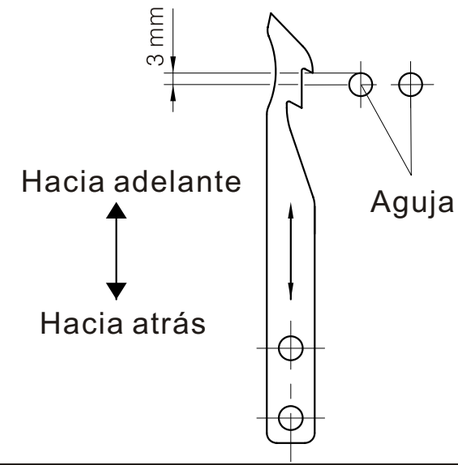

Fig. 26
(2) Cuando el cuchillo movible inferior este en el punto muerto frontal, el distancia entre la punta de la cuchilla y el centro de la aguja debe ser de 3 mm. (Fig. 26)